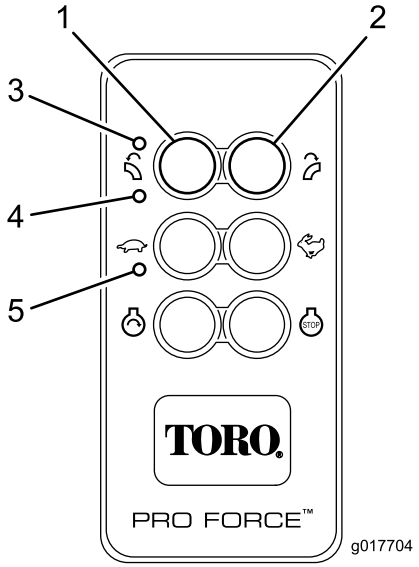

Figur 13
Fjärrkontrollen aktiveras (startar) när du trycker på någon av knapparna. Blinkande TX- och RX-lampor innebär att fjärrkontrollen är aktiv och står i kontakt med basenheten. För att förlänga batteriets livslängd är fjärrkontrollen bara aktiv i cirka tre (3) sekunder innan den automatiskt stängs av, såvida du inte trycker på någon knapp under de tre sekunderna. När tiden rinner ut och enheten stängs av slocknar alla lampor på fjärrkontrollen (Figur 13). Du kan aktivera fjärrkontrollen igen genom att trycka på någon av knapparna.